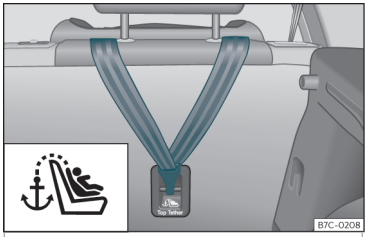

Fig. 27 Parte posterior de los asientos traseros: argollas de sujeción para el cinturón Top Tether.
- Deslice la correa y fíjela correctamente con el anclaje de la parte posterior del respaldo ››› **fig. 27**.